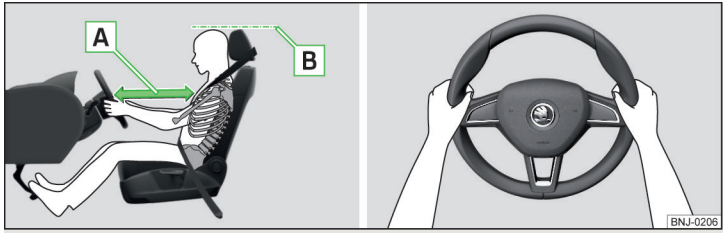

Fig. 2 **Posición de asiento correcta del conductor / Posición correcta del volante**
- ✓ Ajustar el volante de tal modo, que la distancia entre el volante y el esternón sea, como mínimo, 25 cm » fig. 2 - A.
- ✓ Ajuste el reposacabezas de tal modo que el borde superior del mismo se encuentre a ser posible a la misma altura que la parte superior de su cabeza (no es válido para los asientos con reposacabezas integrado)» fig. 2 - B.
▪ Durante la conducción, sujete el volante con ambas manos por el borde exterior de los lados en las posiciones de las "9" y "3" horas » fig. 2. No sujete nunca el volante en la posición de las "12 horas" o de cualquier otro modo (p. ej., en el centro, en el borde interior del volante, etc.). De lo contrario puede generarse lesiones graves en los brazos, manos y la cabeza cuando se activa el airbag.
✓ Ajustar el reposacabezas de tal modo, que el borde superior del mismo se encuentre dentro de lo posible a la misma altura que la parte superior de su cabeza » fig. 2 *de la pág. 12* - B (no es válido para asientos con reposacabezas integrados).
✓ Ajustar los reposacabezas de tal modo, que el borde superior de los mismos se encuentren de ser posible a la misma altura que la parte superior de la cabeza » fig. 2 *de la pág. 12* - B.